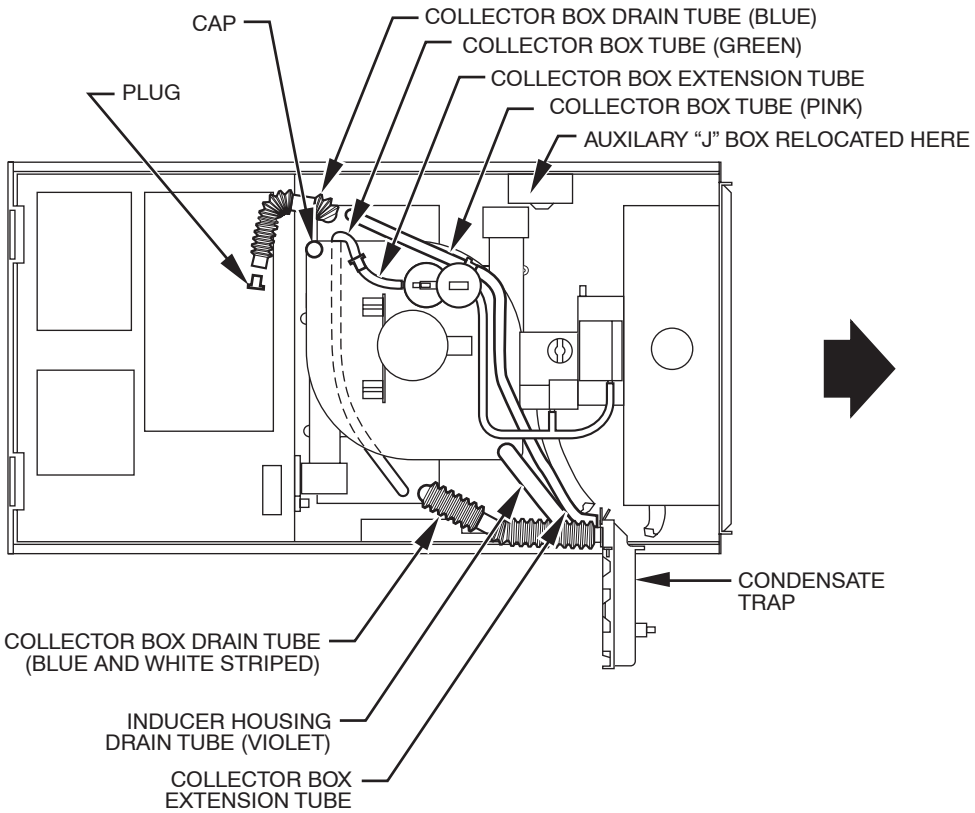

**Fig. 13 - Horizontal Right Tube Configuration**
**NOTE**: The auxiliary junction box (J-Box) MUST be relocated to opposite side of furnace casing. (See Fig. 13.) See Electrical Connection section for J-Box relocation.
**NOTE**: See Fig. 13 or tube routing label on main furnace door to check for proper connections.